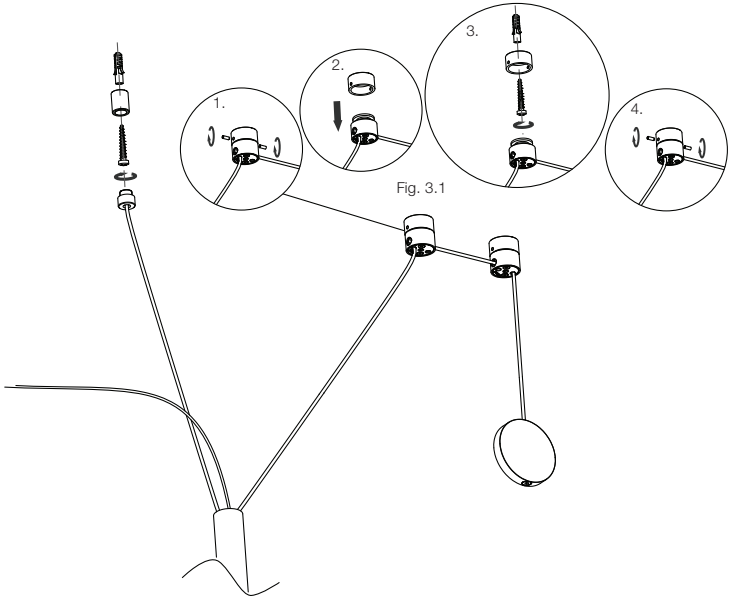

Fig. 3.1
3. Fijar los soportes en el techo con los tornillos y tacos suministrados Fig 3.1. Tener en cuenta su distribución para crear la forma deseada. A continuación hay un esquema orientativo de distribución. Es recomendable que el sobrepeso quede en el lado opuesto del florón.